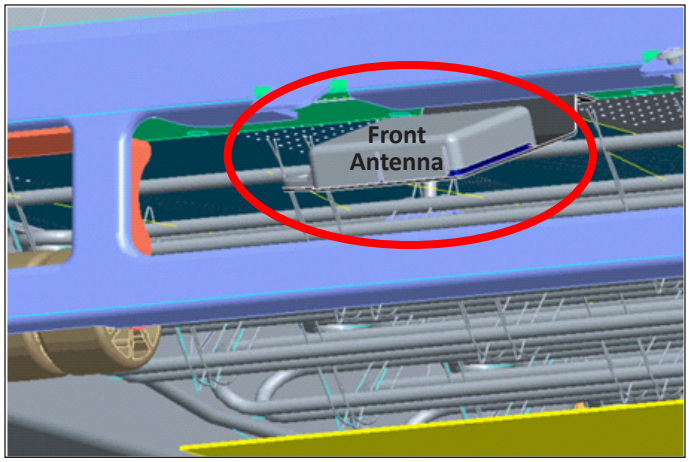

Figure 5 - Front Antenna (located behind front grille)
- Same antenna design is used behind the front grille and in rear compressor compartment in refrigerator (see figures 5 & 6)